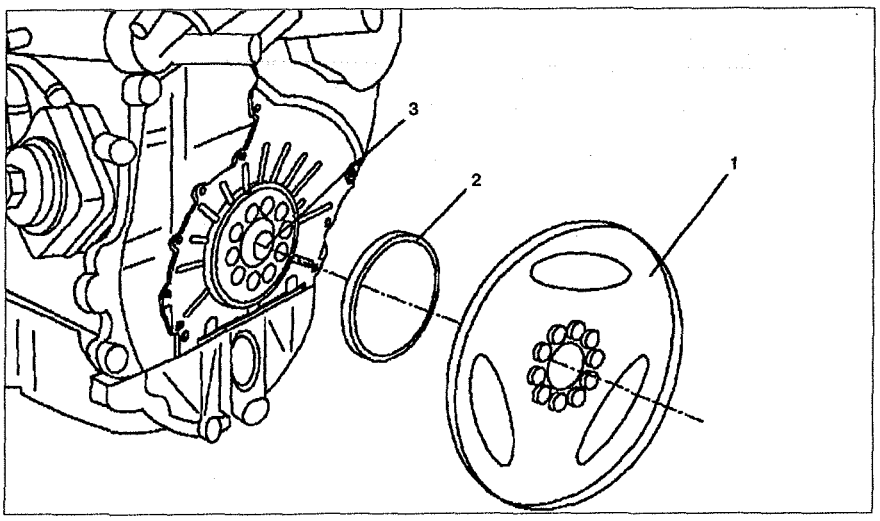

Рис. 3.25. Замена заднего сальника коленчатого вала:
1. Снимите ведущий диск **1** (см. рис.3.25).